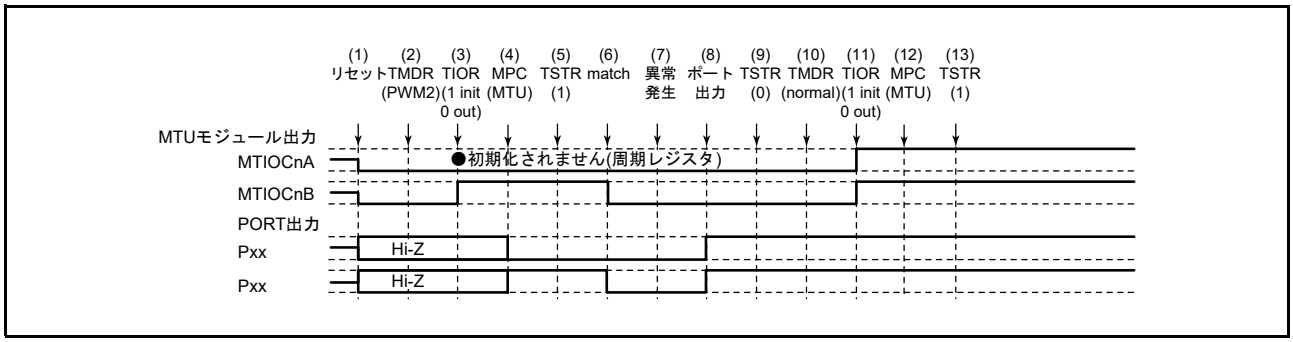

図 22.166 PWM モード 2 で異常が発生し、ノーマルモードで復帰する場合
PWM モード 2 で異常が発生し、再設定後ノーマルモードで再スタートする場合の説明図を図 22.166 に示します。
(1) ～ (9) は図 22.166 と共通です。
(10) PWM モード 1 を設定します。
(11) TIOR レジスタで端子を初期化してください（PWM モード 1 では MTIOCnB（MTIOCnD）端子に波形が出力されません。出力すべきレベルがある場合は、I/O ポートのポート方向レジスタ（PDR）、ポート出力データレジスタ（PODR）で汎用出力ポートの設定をしてください）。
(12) MPC と I/O ポートのポートモードレジスタ（PMR）で MTU 出力としてください。
(13) TSTRA レジスタで再スタートします。
(15) PWM モード 2 で動作中に異常が発生し、PWM モード 2 で再スタートする場合の動作
(10) PWM モード 2 で再スタートする場合には必要ありません。
(11) TIOR レジスタで端子を初期化してください（PWM モード 2 では周期レジスタに使用した TGR レジスタに対応する端子に波形が出力されません。出力すべきレベルがある場合は、I/O ポートのポート方向レジスタ（PDR）、ポート出力データレジスタ（PODR）で汎用出力ポートの設定をしてください）。
(16) PWM モード 2 で動作中に異常が発生し、位相計数モードで再スタートする場合の動作
(10) 位相計数モードを設定します。
(11) TIOR レジスタで端子を初期化してください。
(17) 位相計数モードで動作中に異常が発生し、ノーマルモードで再スタートする場合の動作